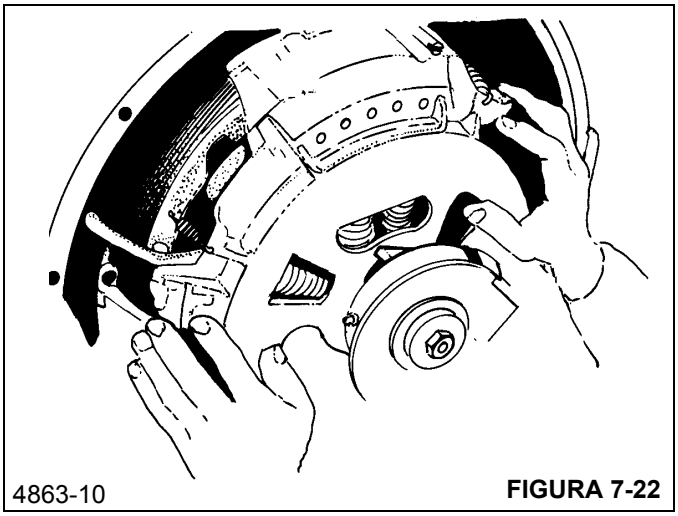

FIGURA 7-22
7. Posicione a embreagem sobre os prisioneiros-guia e deslize-a para frente até que entre em contato com a superfície do volante. O conjunto da embreagem pesa aproximadamente 66,5 kg (146 lb), portanto talvez seja necessário um guincho para elevá-lo no lugar (Figura 7-22).